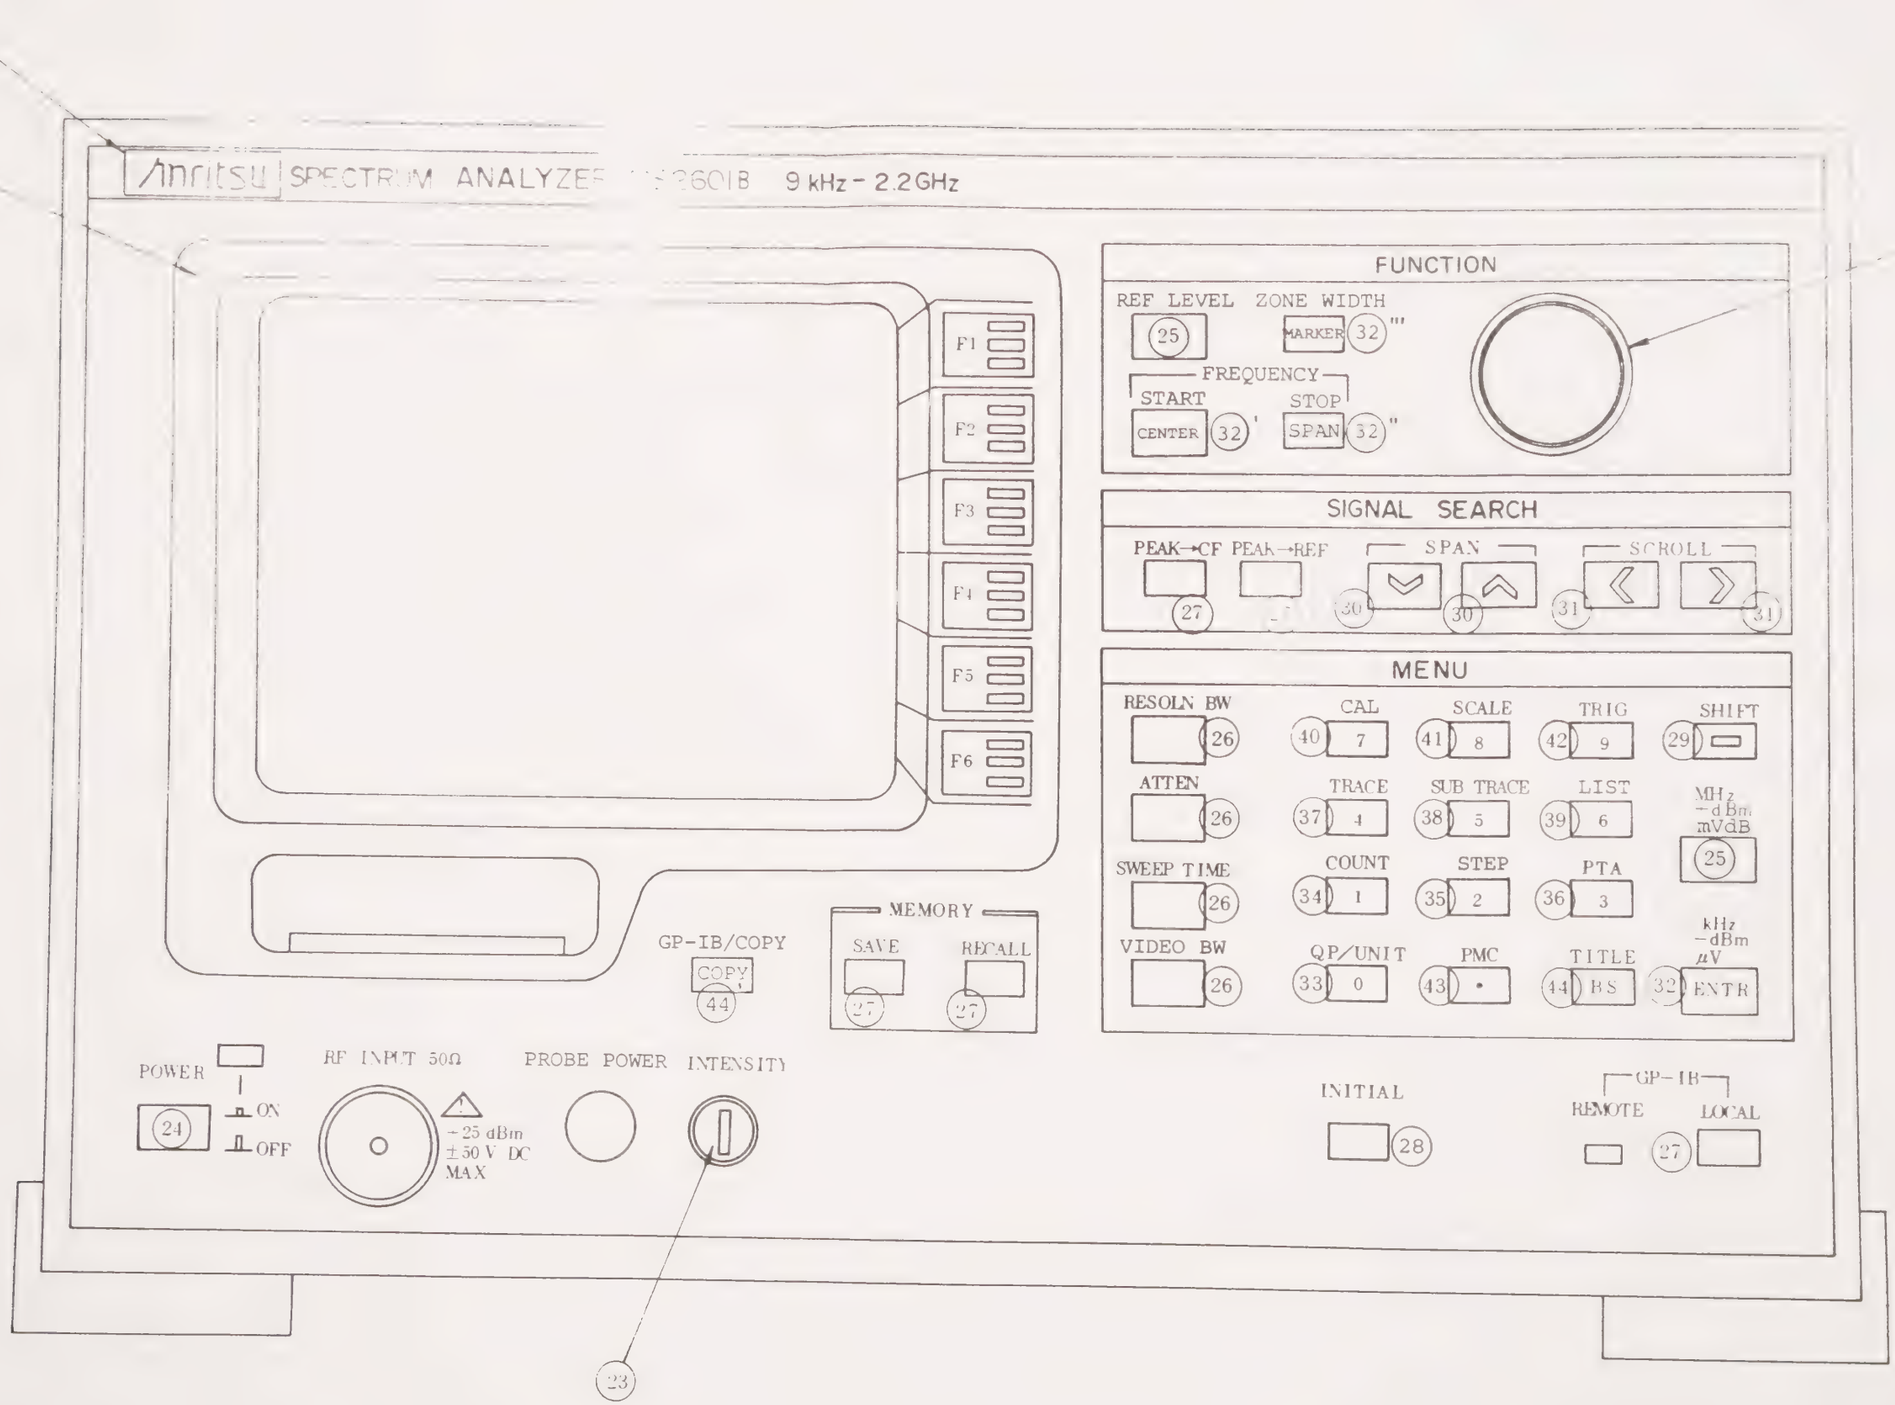

Fig. 2-2 Key Top Layout
(1) Key top removal
To replace the key tops shown in Fig. 2-2, remove the decorative panel (50) using the following procedures and pull off the key tops by holding them with pliers.
Table 2-2 Mechanical Parts List for Fig. 2-2
Table 2-2 Mechanical Parts List for Fig. 2-2 (Cont'd)